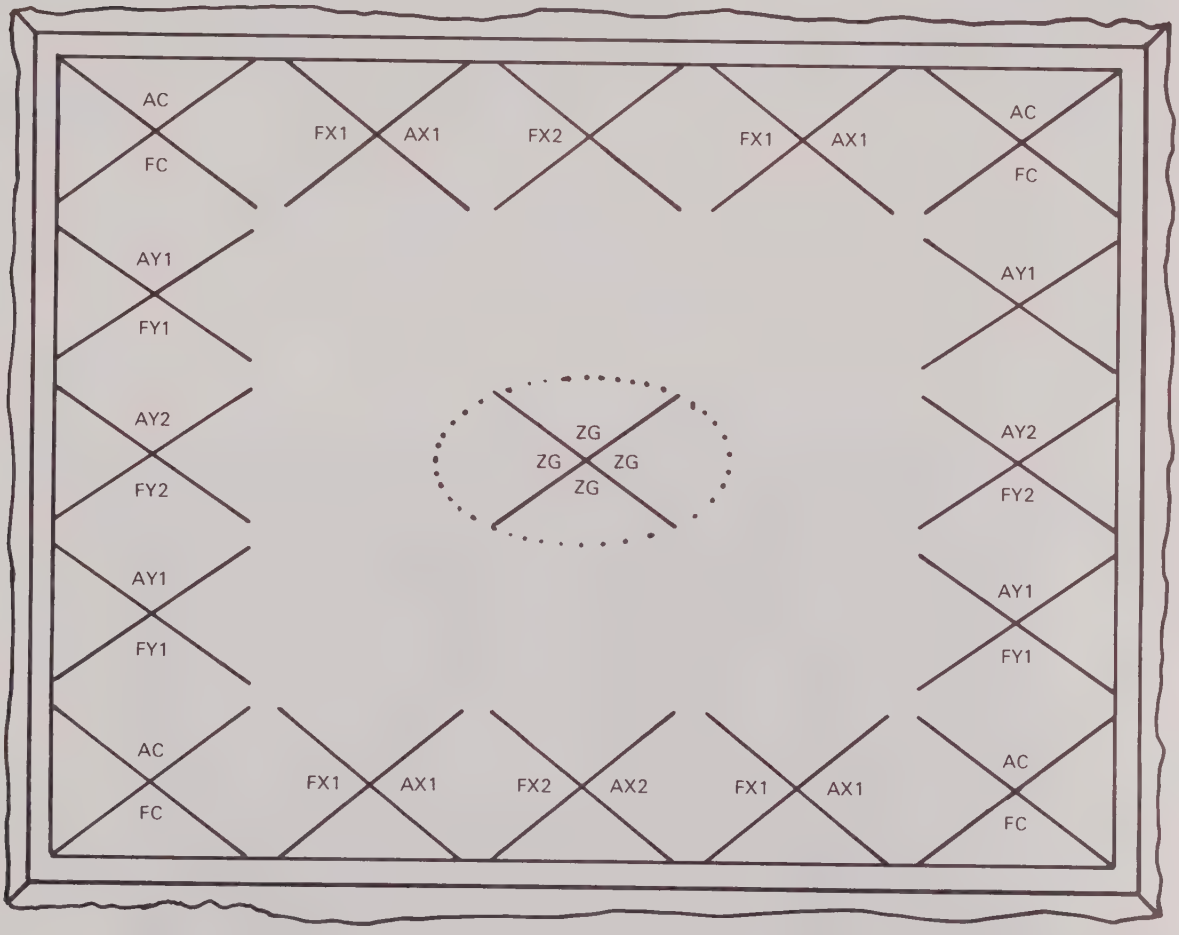

Figure 5-16. Focus and Astigmatism Test Pattern
f. Adjust front panel X-Y GAIN and X-Y POSTION controls so that the pattern on screen fills the viewing area. Set front panel INTENSITY fully clockwise (except Option 003). Check figure 5-16 for correct pattern.